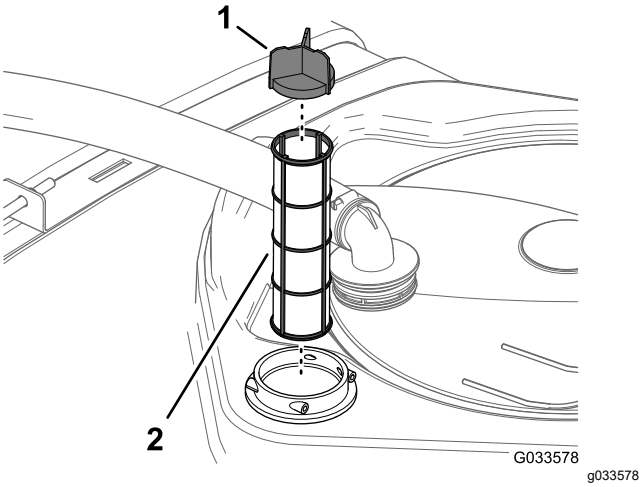

Figuur 110
4. Verwijder de oude zuigkorf uit de behuizing in de tank (Figuur 110).